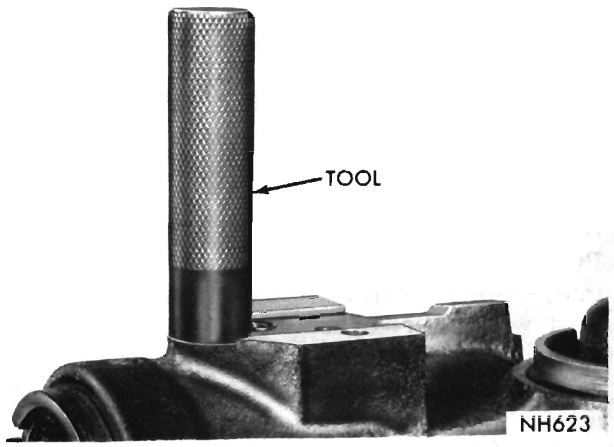

Fig. 23—Aligning Center Bearing Spacer with Steering Valve
(53) Align valve lever hole in center bearing race and spacer exactly with the valve lever hole in the gear housing. Turn the housing head by tapping on a reinforcing rib with hammer and drift. Use Tool C-3649 to maintain alignment (Fig. 23). **The aligning tool should not be removed until the spanner nut is securely tightened.**
(54) Install housing head tang washer to index with groove in housing. Install spanner nut and tighten to 110 to 200 foot-pounds with Tool C-3634.
(55) Set the power piston at the center of travel and install gear shaft and cover assembly so that sector teeth index with piston rack teeth. Make sure "O" ring is positioned in face of cover.